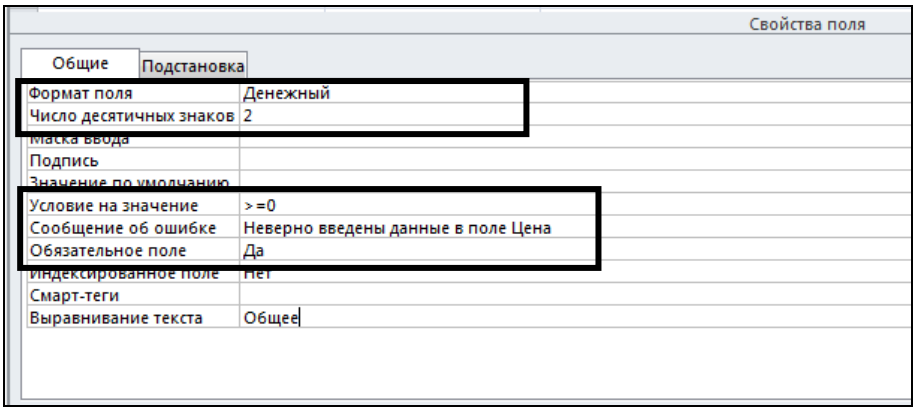

Рис. 2.31. Свойства поля *Цена*
3.4. Свойства поля *Цена* (рис. 2.31).